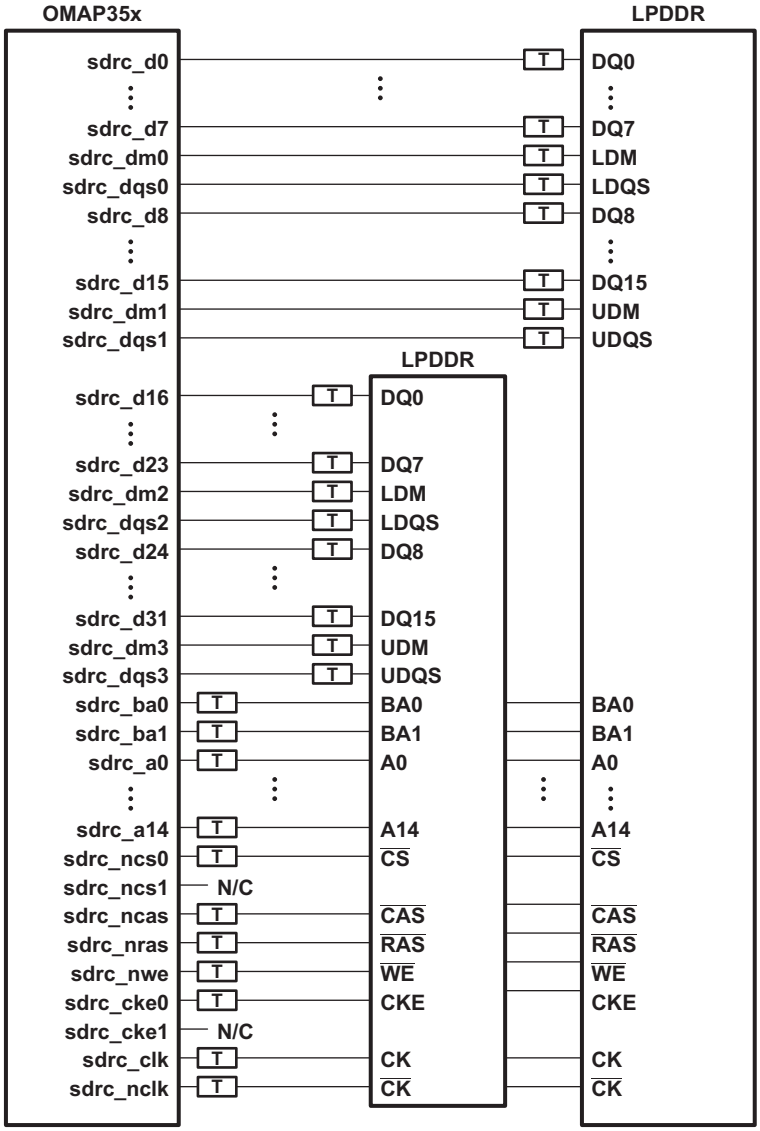
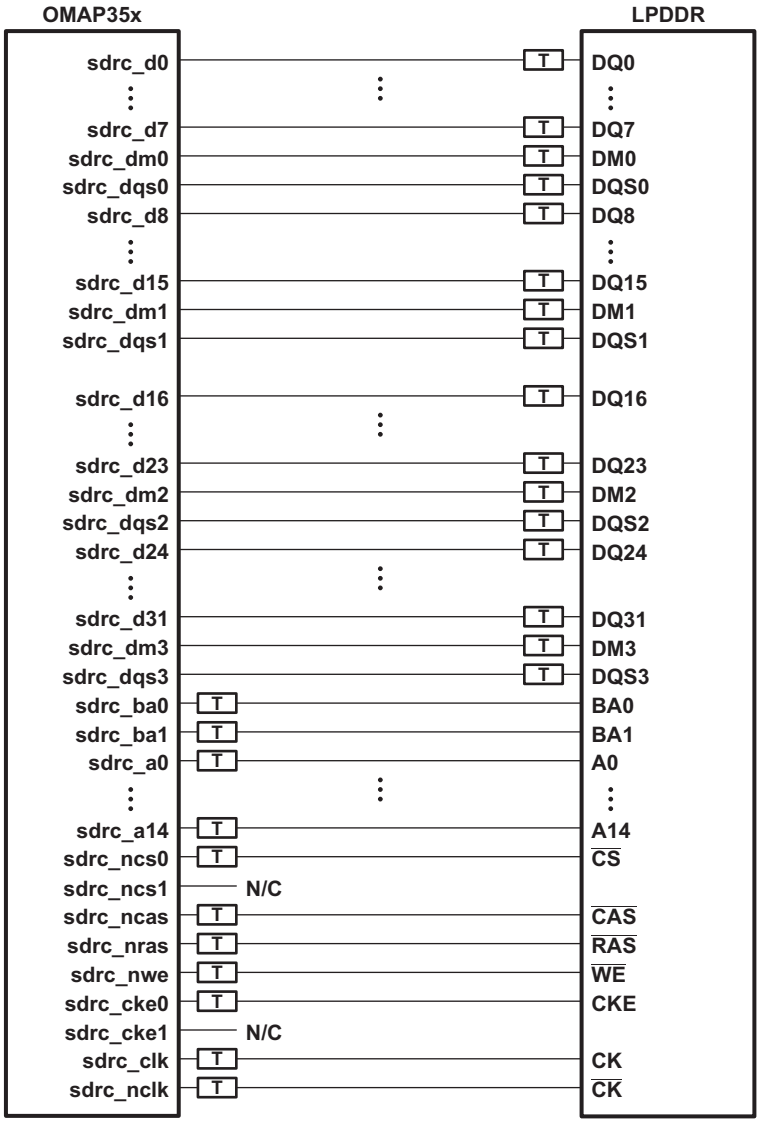

Figure 6-17. OMAP35x LPDDR High Level Schematic (x16 memories)
Figure 6-18. OMAP35x LPDDR High Level Schematic (x32 memory)
Figure 6-17 and Figure 6-18 show the LPDDR interface schematics for a LPDDR memory system. The 1 x16 LPDDR system schematic is identical to Figure 6-17 except that the high word LPDDR device is deleted.
(1) See Figure 6-17 for dimension definitions.
(2) Measurements from center of device to center of LPDDR device.
(3) For 16 bit memory systems it is recommended that Y Offset be as small as possible.
(4) LPDDR keepout region to encompass entire LPDDR routing area.
(5) Non-LPDDR signals allowed within LPDDR keepout region provided they are separated from LPDDR routing layers by a ground plane.